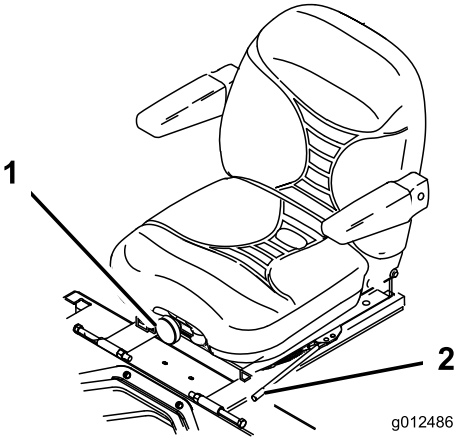

Figuur 28
1. Om de bestuurdersstoel in te stellen, moet u de instelhendel zijwaarts bewegen. Hiermee ontgrendelt u de stoel (Figuur 28).
Om de stoel te verstellen, draait u de knop in een van beide richtingen om de meest comfortabele stand te verkrijgen (Figuur 28).